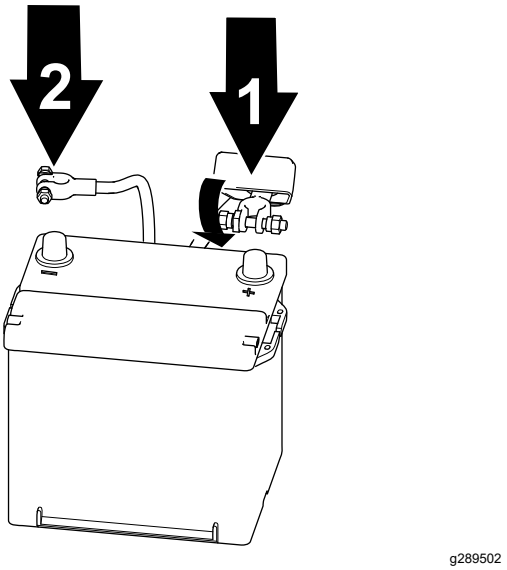

Рисунок 59
1. Подсоедините положительный кабель к аккумулятору и затяните зажимную гайку аккумулятора (Рисунок 59).
2. Подсоедините отрицательный кабель к аккумулятору и затяните зажимную гайку аккумулятора (Рисунок 59).